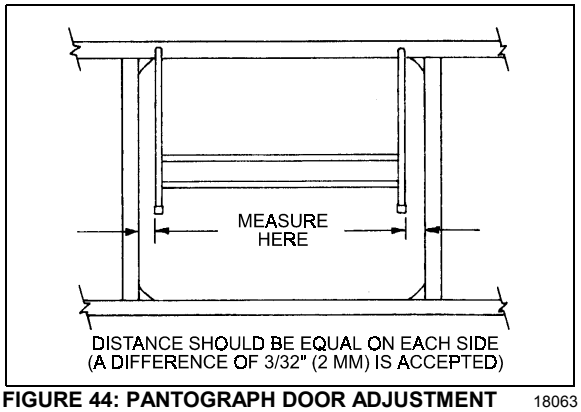

FIGURE 44: PANTOGRAPH DOOR ADJUSTMENT 18063
5. When the door is straight, remove the 2x4's and check door operation and fit. A difference of 3/32" (2mm) between both sides is accepted (Fig. 44).